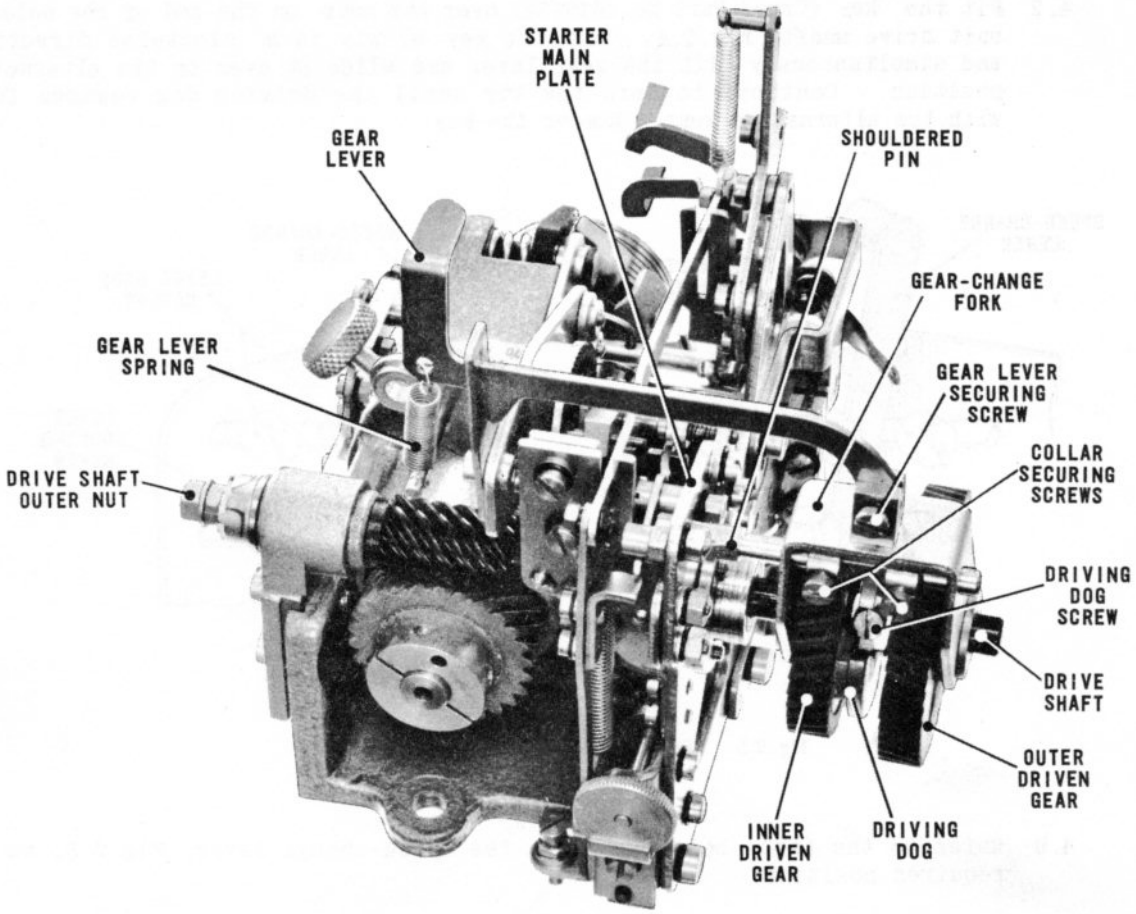

Fig. 2.4 SELECTOR UNIT FITTED WITH A GEAR-BOX
3.3 Disconnect the gear lever spring, Fig.2.4. Remove the screw securing the gear lever and withdraw the lever. Slacken the two collar securing screws so that the collars are free to move on the shouldered pin.
4.2 Fit the key (Creed Part No.4019/54) over the nuts on the end of the selector unit drive shaft, Fig.2.4. Turn the key slowly in a clockwise direction, and simultaneously lift the gear lever and slide it over to its alternative position. Continue to turn the key until the driving dog engages fully with the alternative gear. Remove the key.